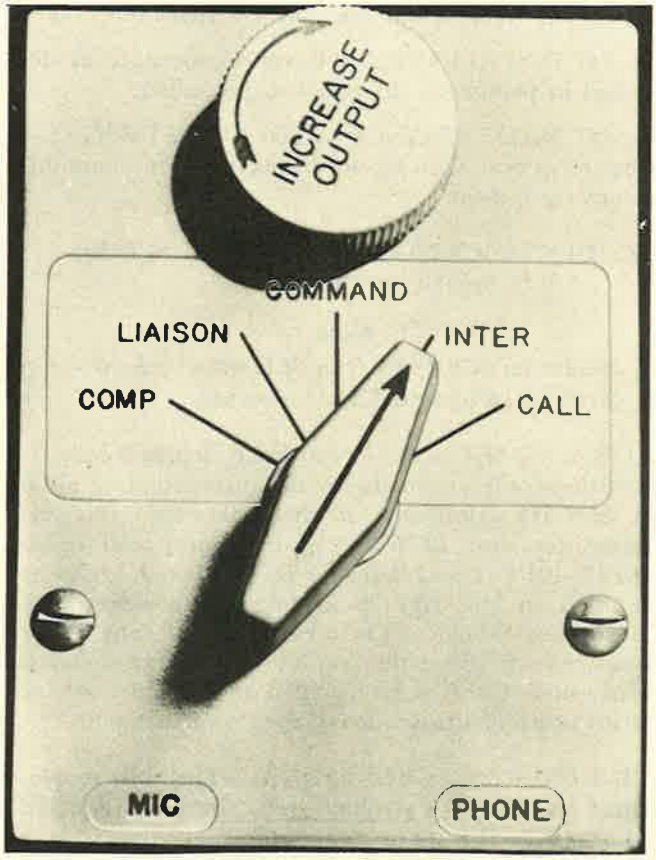

Figure 478—Interphone Jack Box
(a) INTERPHONE JACK BOX. *(See figure 478.)*—One interphone jack box BC-366 is installed for each crew member: one to the left of the pilot's seat, and one to the right of the copilot's seat, one on the aft wall of the radio operator's compartment, one on the aft wall of the main cargo compartment, and one on the aft wall of the navigator's compartment (if installed). Each jack box has an "INCREASE OUTPUT" knob, a selector switch, a microphone jack, and a headset jack. The selector switch has the following positions for the following functions:
1. RECEIVERS BC-454-( ), BC-453-( ) and BC-455-( ).—The three receivers (figures 478 and 479) covering the ranges of 3.0 to 6.0 megacycles, 190 to 550 kilocycles, and 6.0 to 9.1 megacycles, respectively, are mounted on a rack on the upper forward radio shelf in the radio operator's compartment, below the command set transmitters. The receivers are basically alike; each uses six metal 12-volt tubes, performing identical functions, and each may be operated in any of the three compartments of the rack although receiver BC-453-( ) should be installed in the center compartment of the rack to physically separate the other two receivers in order to reduce electrical interference between them. An antenna binding post is located on the upper left-hand corner of the front panel on each receiver. The tuning dial, which is controlled by a flexible shaft from the receiver control box, is located in the center of the front panel on each receiver. This flexible shaft plugs into the front of the receiver to the right of the tuning dial. An "INPUT ALIGN." control knob is located on the lower left-hand corner for the alignment of the antenna input.